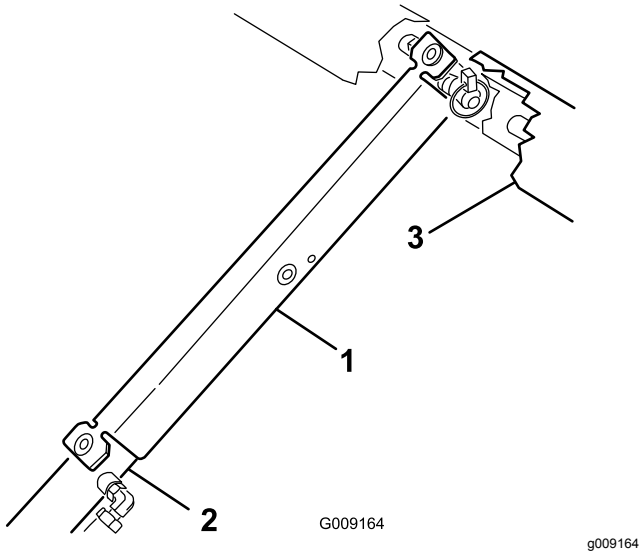

Figur 12
9. Skub ladstøtten ned over cylinderstangen, og sørg for, at tapperne på støtteenden hviler på enden af cylinderløbet og cylinderstangenden (Figur 12).